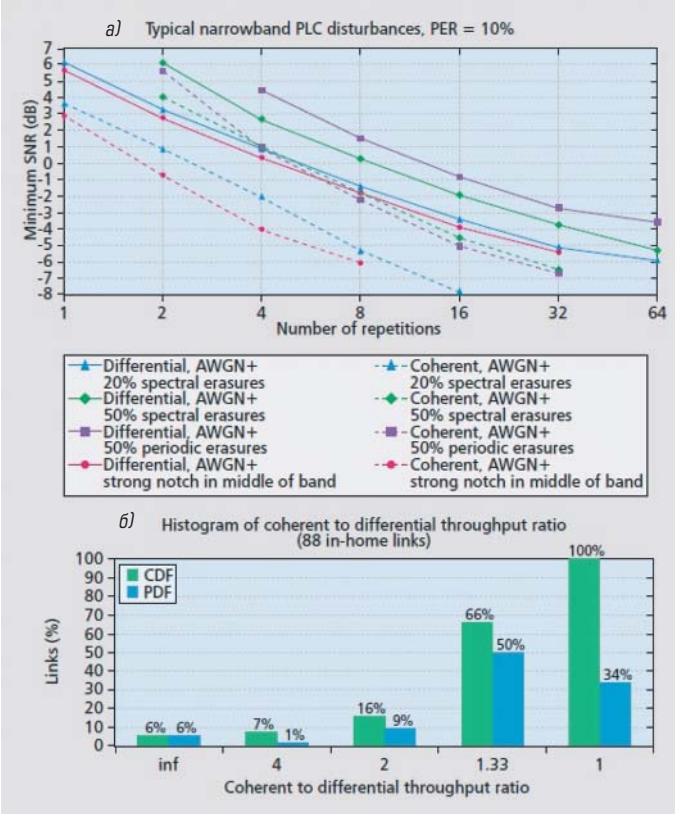

Рис. 4.
На рис. 4*а* представлены результаты моделирования, которые показывают значения SNR, при получении 100-байтовых пакетов с **PER** (**Packet Error Rate**) 0,1 в присутствии AWGN, искажений временных параметров и частот-
ных искажений 20 процентов и 50 процентов, (5) глубоких частотных провалов в середине полосы. Данные показывают, что преимущество когерентного приема для моделируемых сценариев значительно растет, поскольку замирания встречаются очень часто, достигая до 6 дБ SNR. Кроме того, измерения пропускной способности в полевых испытаниях, выполненных в более чем 88 реальных домашних соединениях показали (рис. 4*b*), что модемы, используя когерентный прием, могут достигнуть той же самой пропускной способности, что и модемы, использующие дифференциальное кодирование на всех соединениях (зеленый столбец справа) или достигнуть более высокой пропускной способности (см. столбцы для отношения пропускной способности 2 и 4); 6 процентов линий, использующих дифференциальное кодирование, не смогли осуществить соединение, в то время как модемы, используя когерентный прием, работали.